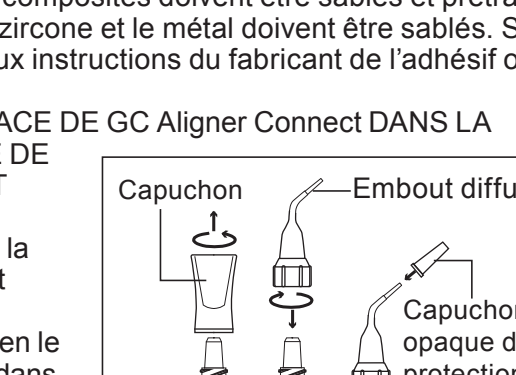

Fig. 1
1. Tenir la seringue à la verticale et retirer le capuchon en le dévissant dans le sens inverse des aiguilles d'une montre (Fig. 1).